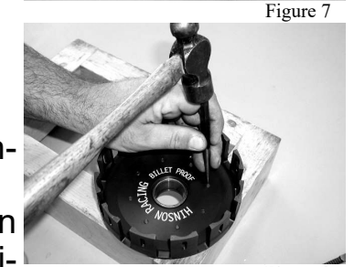

Figure 8
- Using a hammer and punch, peen the screws where they come through the inside of the basket (Figure 8)